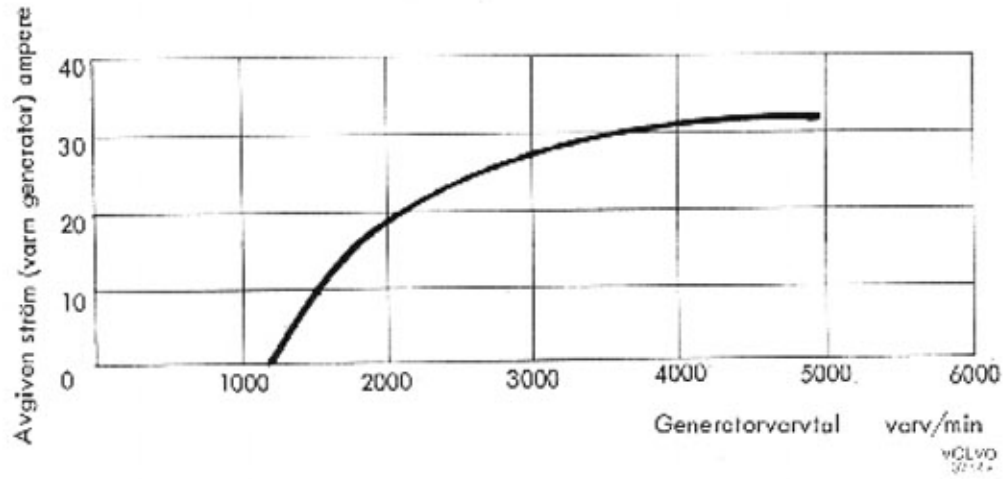

Bild 32-36. Laddningskurva för generator
5. Kör generatorn och kontrollera att den avgivna strömmen överensstämmer med kurvan, bild 32-36. OBS! En kall generator avger ca 5 A högre ström.